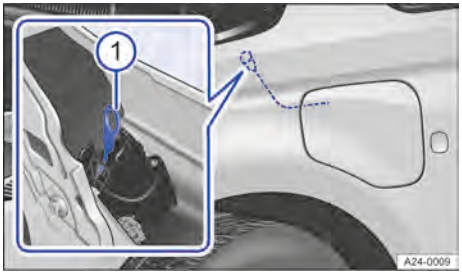

Bilde 162 Mellom venstre skjerm og frontrommet: Manuell nødopplåsingsmekanisme for ladestøpslet.
① Ring for nødopplåsing.
3. Trekk i ringen → Bilde 162 ①.